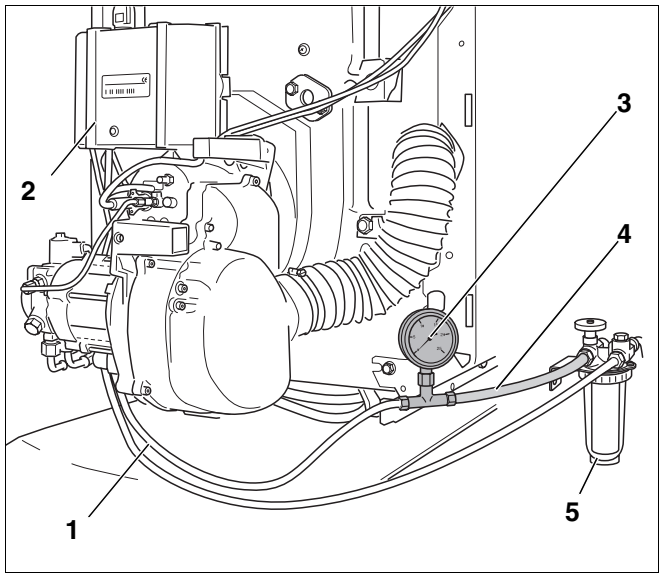

Rys. 16 Demontaż przewodu ssawnego oleju
- Zamknąć zawór odcinający dopływ oleju przy filtrze oleju (rys. 16, **poz. 5**) i zdemontować przezroczysty wąż (rys. 16, **poz. 4**) z manometrem próżniowym (rys. 16, **poz. 3**).
- Przykręcić przewód ssawny oleju (rys. 16, **poz. 1**) do przyłącza filtra olejowego (rys. 16, **poz. 5**).
- Otworzyć zawór odcinający dopływ oleju przy filtrze oleju (rys. 16, **poz. 5**).